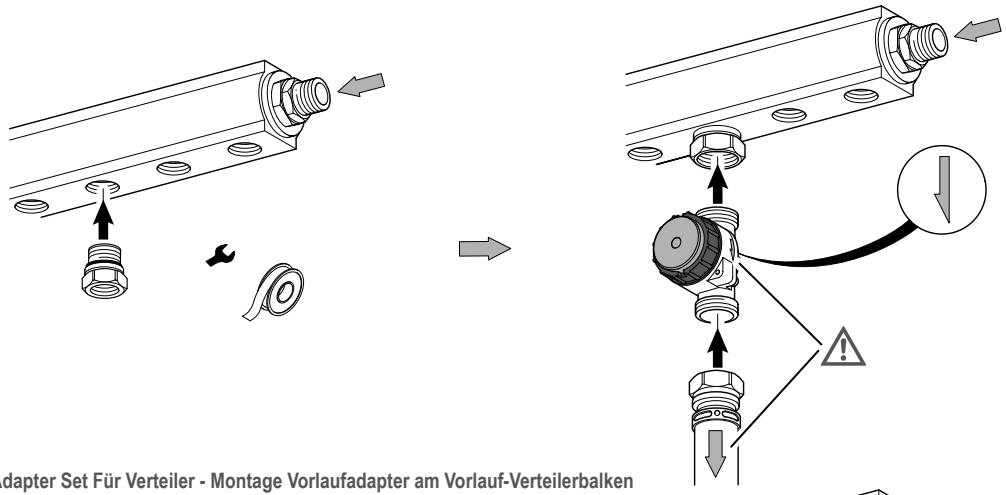

Fig. 13-3: Adapter Set Für Verteiler - Montage Vorlaufadapter am Vorlauf-Verteilerbalken
Das Geniax Adapter Set Für Verteiler (siehe Fig. 13-3) kann in allen üblichen Heizungsanlagen, die als Zweirohrsysteme ausgeführt sind, eingesetzt werden. Die Adapter sind geeignet für den Anbau an Heizkreisverteiler.
13.1.1 Montage Vorlaufadapter am VorlaufVerteilerbalken (siehe Fig. 13-3):
- Aussengewinde des Übergangsstückes R/Rp ½ mit z.B. Teflonband o. ä. (bauseits zu stellen) abdichten und gemäß Fig. 13-3 an Vorlauf-Verteilerbalken montieren.
- Vorlaufadapter gemäß Fig. 13-3 an Vorlauf-Verteilerbalken und an Rohranschluss montieren. Der Adapter verfügt über selbstdichtende Eurokonus-Anschlüsse. Dichtmaßnahmen wie Teflonband o. ä. sind hier nicht notwendig.
Auf die korrekte Strömungsrichtung/Einbaulage des Pumpenadapters gemäß Fig. 13-3 achten (s. Pfeilmarkierung am Adapter).